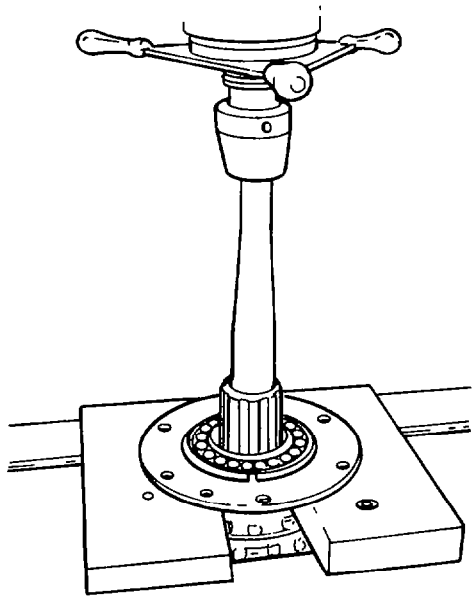

Fig. 302 — Separating Cage and Bearing Retainer Cover
e. Use a hydraulic press to separate the cage from the bearing retainer cover (see fig. 302).